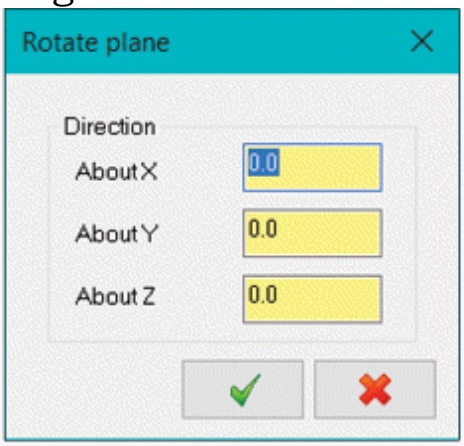

Figure-17. Rotate plane dialog box
- Click on the **Rotate** tool from the **Graphics View** group of the **View** tab in the **Ribbon**. The **Rotate plane** dialog box will be displayed; refer to Figure-17.